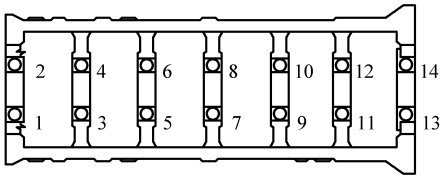

图 5-20　主轴承盖螺栓紧固顺序
⑤ 主轴承盖螺栓紧固顺序见图 5-20，拧紧力矩为 69N · m。